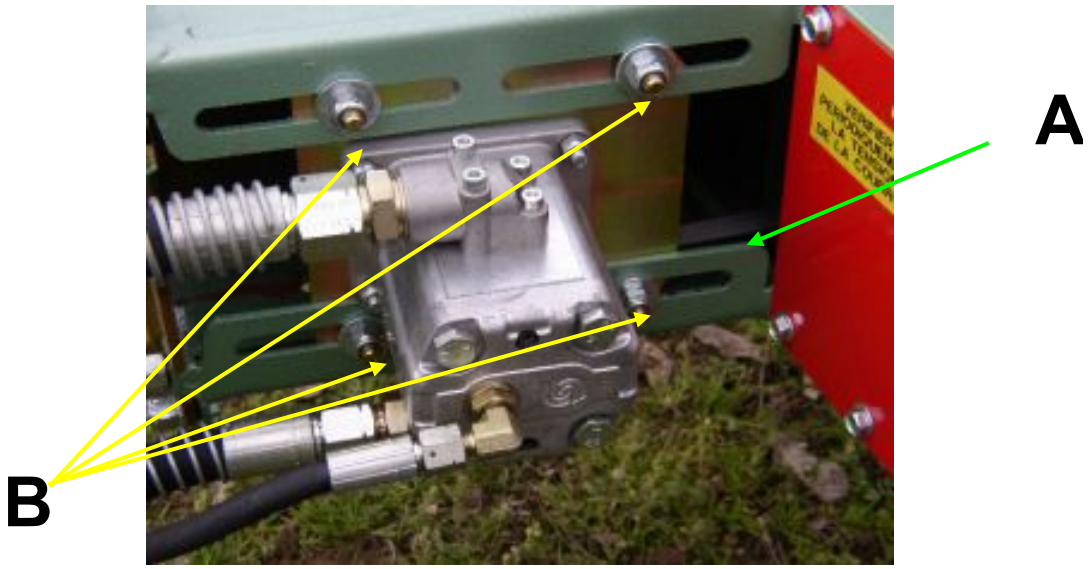

Figure 10
- Desserrez les quatre écrous (page 15, figure 10 repère B).
- Lorsque vous avez obtenu la bonne tension, resserrez les quatre écrous (page 15, figure 10 repère B).